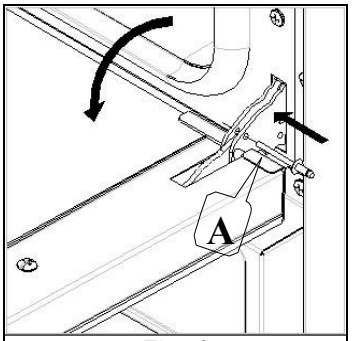

Fig. 4
- In filer les épine en dotation dans les trous "A" qui sont présent sur le deux charnière(Fig.4);